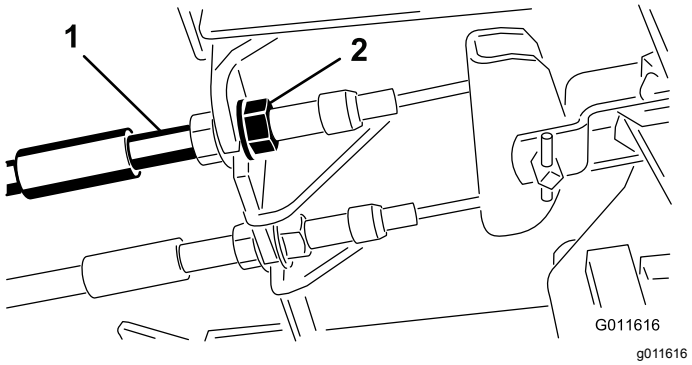

Figur 95
1. Hvis du vil redusere frigangen til bremsepedalene, strammer du bremsene ved å løsne den fremre mutteren på bremsekabelens gjengeende (Figur 95).